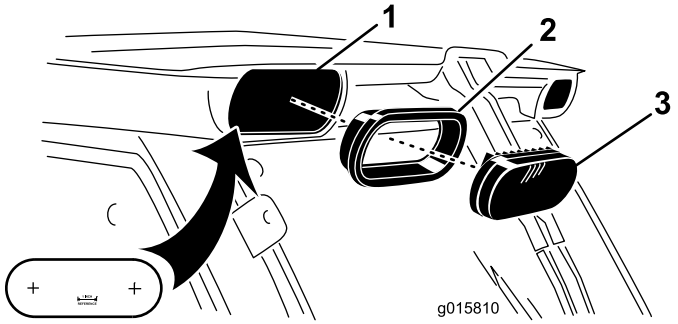

Figure 9
2. À l'avant de la garniture de pavillon, utilisez le gabarit (Figure 9) pour localiser et repérer les deux trous de fixation des feux de détresse (Figure 9).
4. Insérez un joint et un feu de détresse dans chaque trou de la garniture de pavillon (Figure 9).